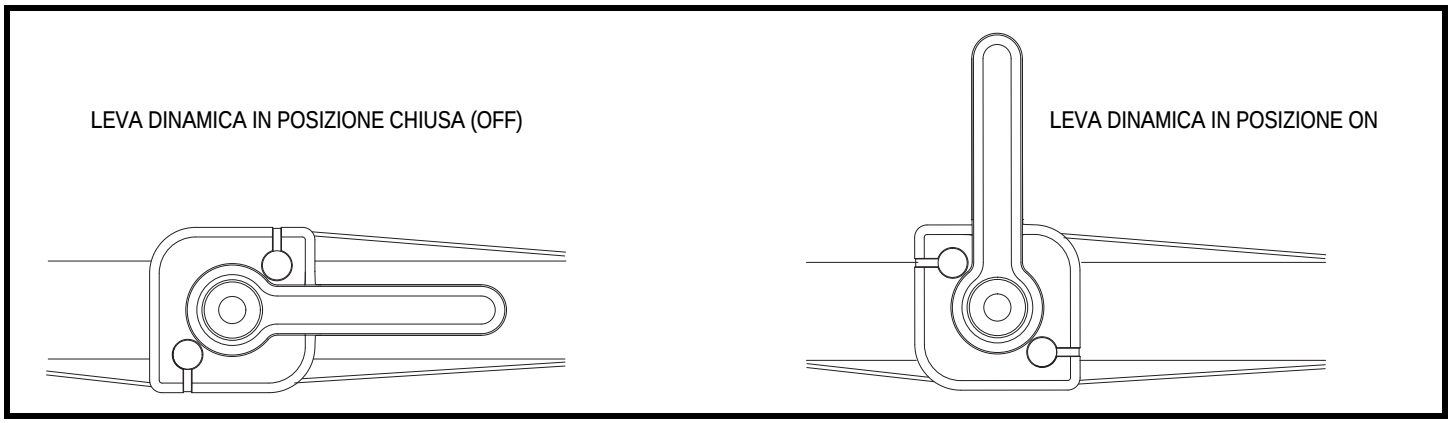

Figura 50. Maniglia di blocco ATTIVA del Kids FAST
2. Ruotare la maniglia di blocco attiva in posizione ON. A questo punto il bambino può iniziare a muoversi. **Vedere figura 50 e 51.**